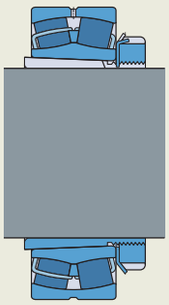

Fig. 20
- un manguito de desmontaje con un anillo distanciador (o resalte del eje) y la tuerca de fijación (**fig. 20**)